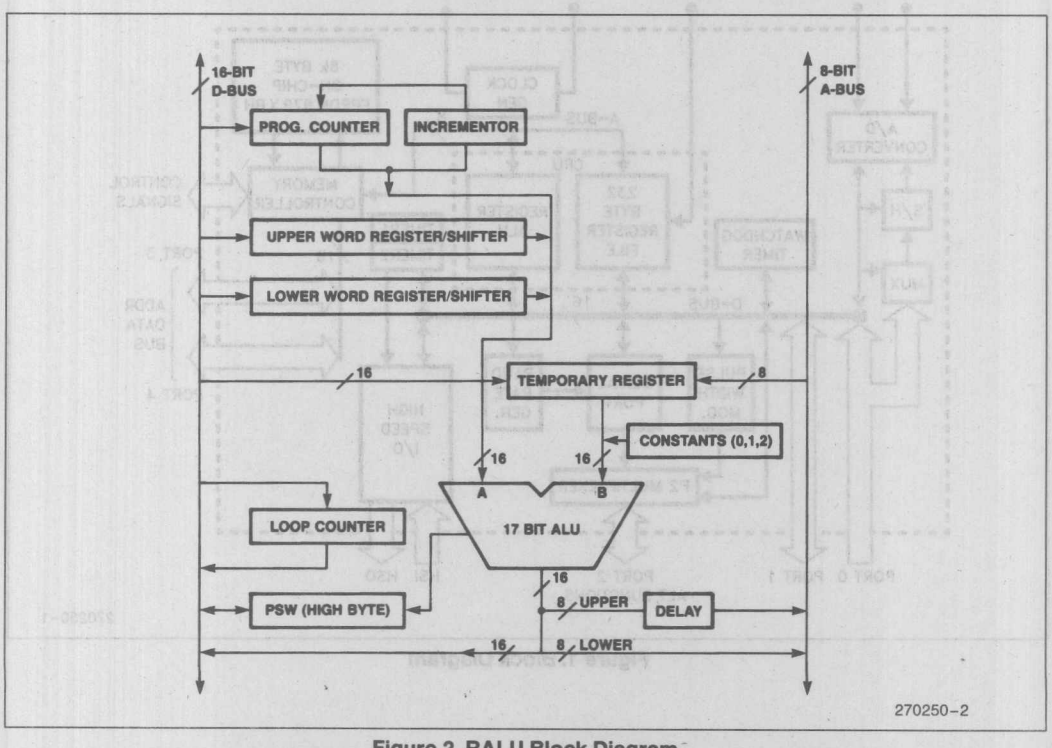

Figure 2. RALU Block Diagram
Most calculations performed by the 8096BH take place in the RALU. The RALU, shown in Figure 2, contains a 17-bit ALU, the Program Status Word (PSW), the Program Counter (PC), a loop counter, and three temporary registers. All of the registers are 16-bits or 17-bits (16+ sign extension) wide. Some of the registers have the ability to perform simple operations to offload the ALU.
The DELAY shown in Figure 2 is used to convert the 16-bit bus into an 8-bit bus. This is required as all addresses and instructions are carried on the 8-bit A-Bus. Several constants, such as 0, 1 and 2 are stored in the RALU for use in speeding up certain calculations. These come in handy when the RALU needs to make a 2's complement number or perform an increment or decrement instruction.